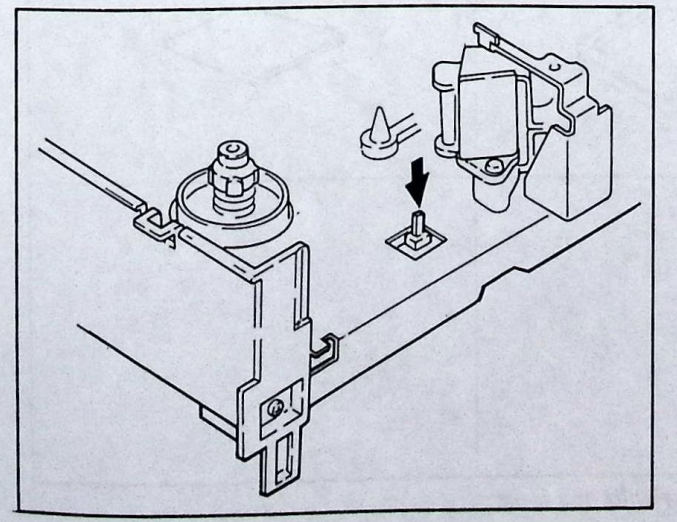

Fig. 1-5. Record proof switch
1) Thread as explained in 1-3-1 and press the record proof switch as shown in Fig. 1-5.